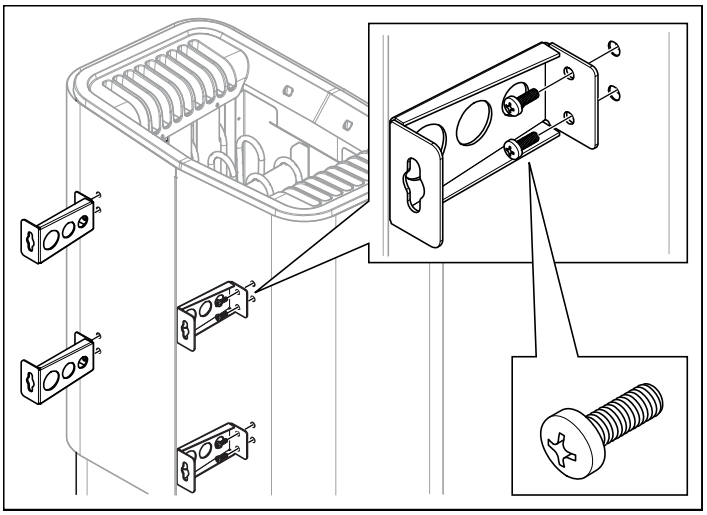

Abbildung 12: Montage der Halterungen an der Heizung
6. Lösen Sie die ersten beiden Schrauben auf der Rückseite der Heizung und schrauben sie eine der vier Halterungen daran fest. Wiederholen Sie den Vorgang, bis alle Halterungen montiert sind (siehe Abb. 12).